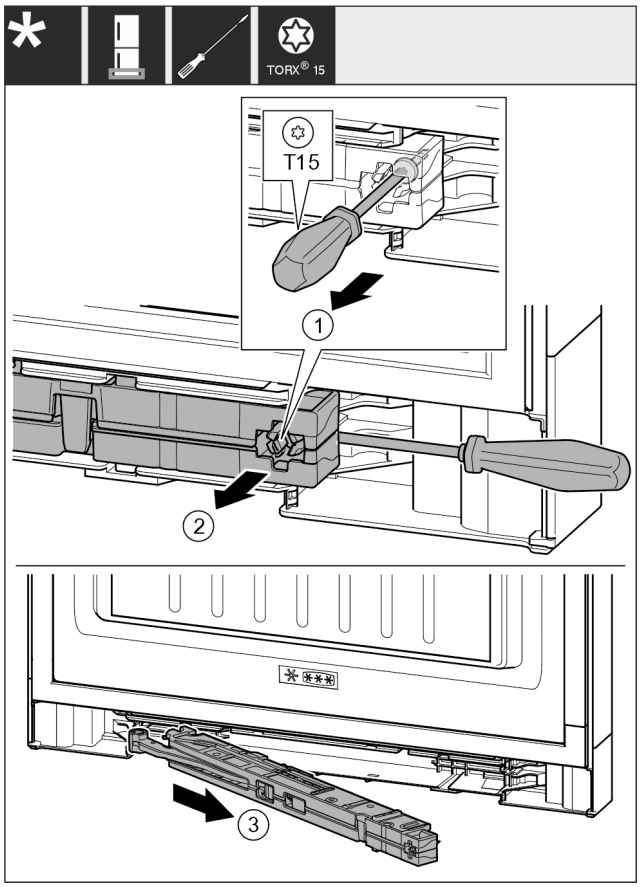

Fig. 21
- ▶ Atskrūvējiet durvju amortizatora mezgla skrūvi *Fig. 21 (1)* ar skrūvgriezi 14 mm.
- ▶ Izceliet durvju amortizatora mezglu *Fig. 21 (2)* roktura pusē ar skrūvgriezi uz priekšu.
- ▶ Izvelciet durvju amortizatora mezglu *Fig. 21 (3)*.